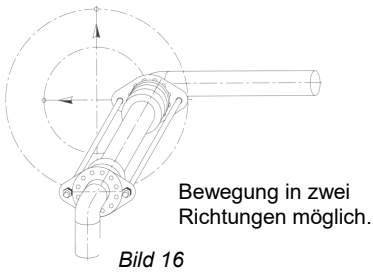

Bild 16
- Kompensatoren mit lateraler Dehnungsaufnahme in Kreisebene (Bild 16)